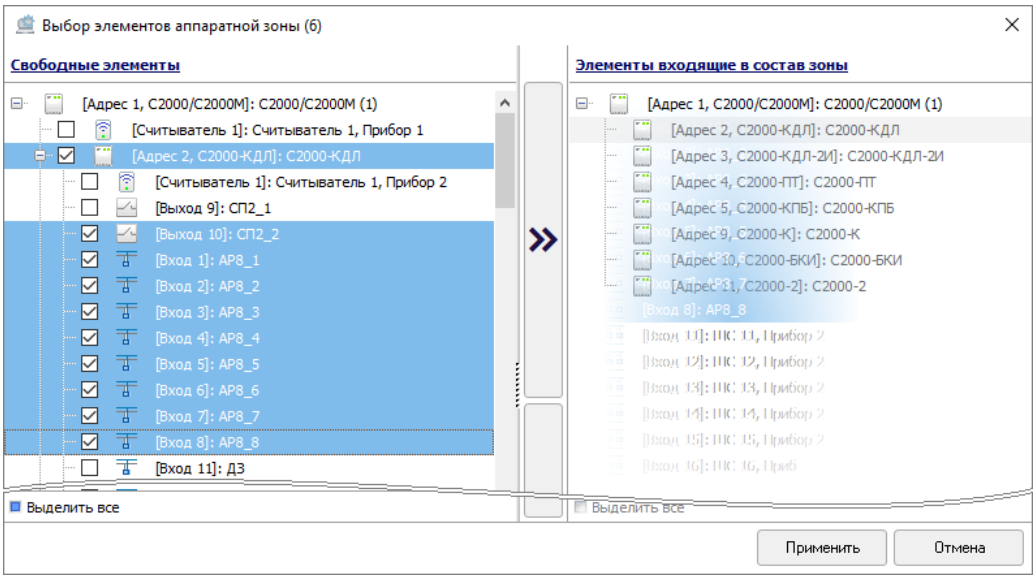

Рисунок 6-310 Добавление элементов и приборов в состав аппаратной зоны перетаскиванием
– в поле «Свободные элементы» выделите один или несколько элементов и/или приборов (для выделения сразу нескольких элементов/приборов нажмите на клавиатуре и удерживайте клавишу <Shift> для выбора диапазона или клавишу <Ctrl> для комбинированного выбора) и, удерживая нажатой левую клавишу мыши, перетащите выделенные элементы/приборы в поле «Элементы, входящие в состав зоны» (см. Рисунок 6-310).